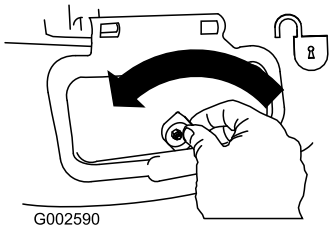

Bild 20
1. Entriegeln Sie die Seitauswurfklappe (Bild 20).